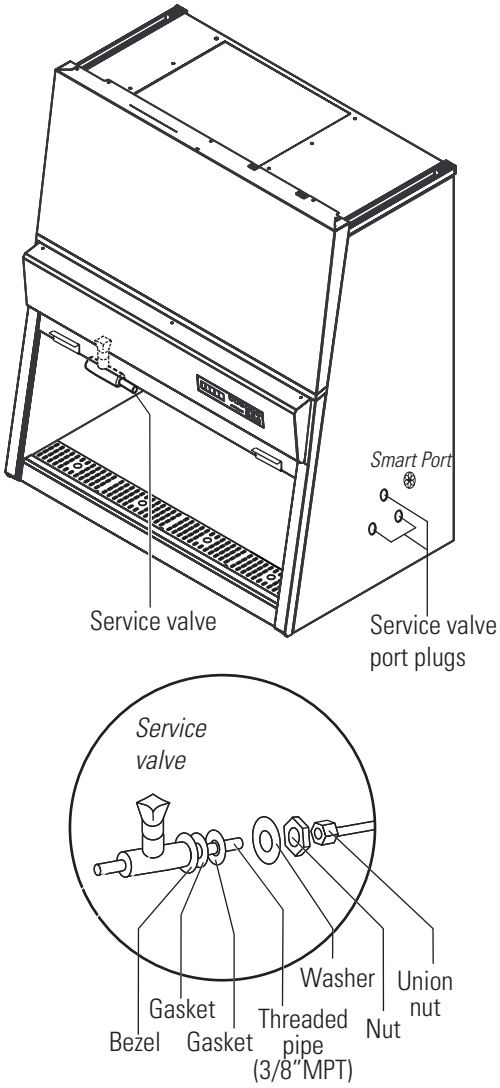

**Figure 2-4.** Valve Assembly and Installation
4. Referring to Figure 2-4 on the following page, slide the gasket and the bezel onto the threaded pipe of the service valve. Apply a thin bead of silicon to the inner flange of the service valve.